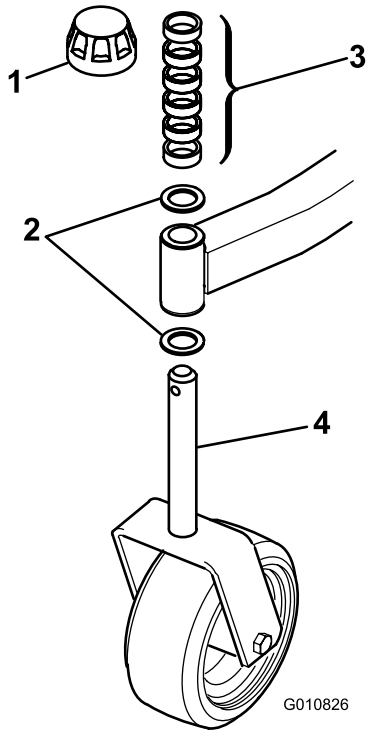
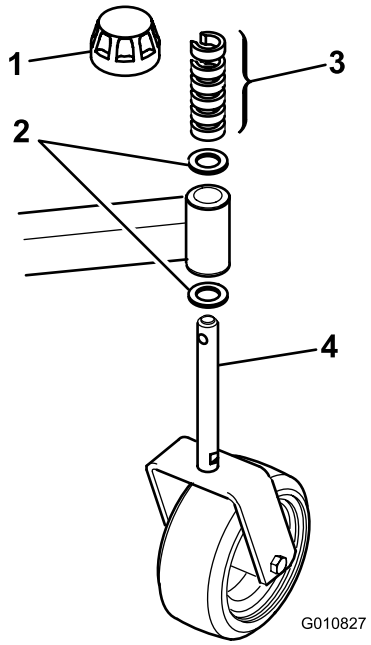

Figura 2
Figura 3
1. Rimuovete i cappucci di tensione dagli assi dei fuselli ed estraete i distanziali e le rondelle di spinta (Figura 2 e Figura 3).